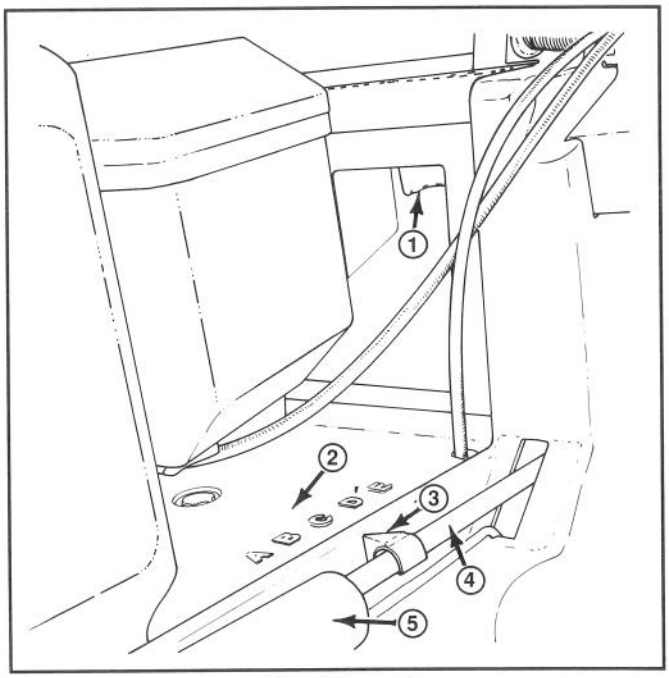

**Afbeelding 14**
2. Gebruik één of twee vingers om de maaihoogtehendel in te duwen (Afb. 14).